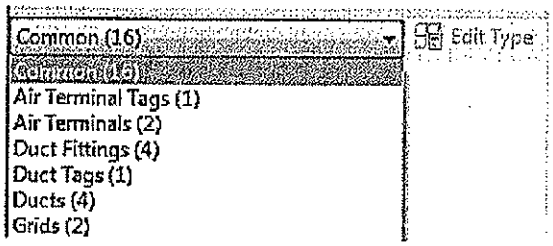

Figure 1–19
- When you start a command or select an element, you can set the element type in the Type Selector as shown in Figure 1–20.